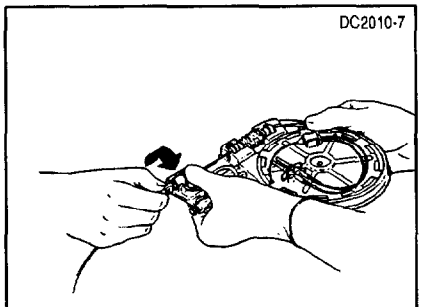

Figure 2. Attachment of Tuohy-Borst (T-B) adapter to catheter's RV lumen hub
3. Disconnect the catheter's RV hub from the pressure transducer. Remove the protective cap from the Tuohy-Borst (T-B) adapter. Connect the T-B adapter to the RV lumen hub (Figure 2). **Be sure not to damage the probe tip.**